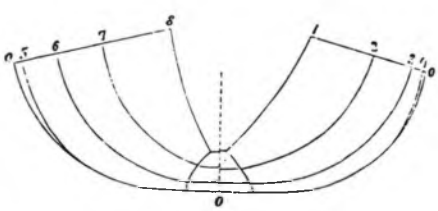

Fig. 3. „Fly". Spantenriss.)*
*) Der Holzschneider hat vergessen, die Horizontalschnitte einzuzeichnen. Man pause Fig. 3 durch und lege die Panse auf Fig. 1, dann ist dem Schaden abgeholfen.